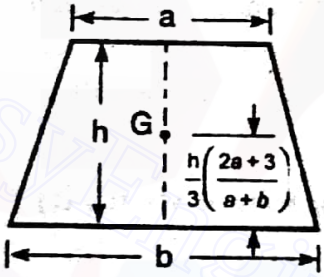

Fig. 1.9
6. The centre of gravity of a trapezium with parallel sides a and b, lies at a distance $\frac{h}{3}\left(\frac{2a+3}{a+b}\right)$ measured from side b, as shown in Fig. 1.9.